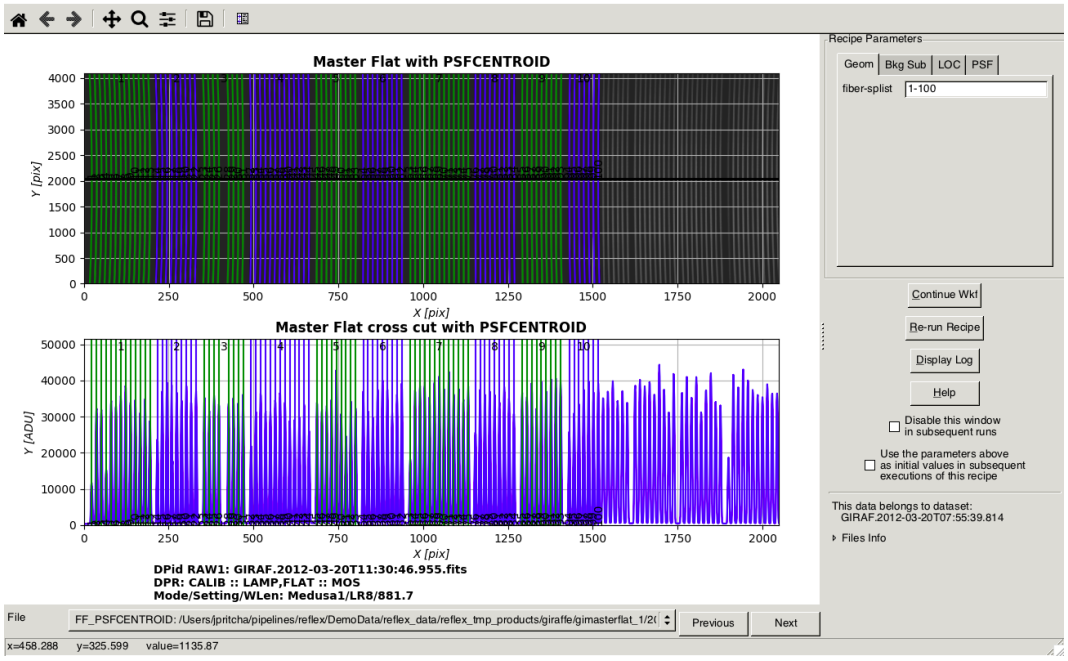

Figure 3.7: *The MasterFlat Interactive GUI for the first dataset, after re-running the recipe with* `fiber-splist` *set to '1-100'.*
11. **Adjust recipe parameters**: Let's begin with something simple, but clear. In the `fiber-splist` field, repalce the text 'setup' with '1-100'. Then click the the `Re-run Recipe` button. The GUI window will close and the workflow will re-run the MasterFlat recipe. Eventually the GUI window will re-open, but only the first 100 fibres will now be traced, see figure 3.7.